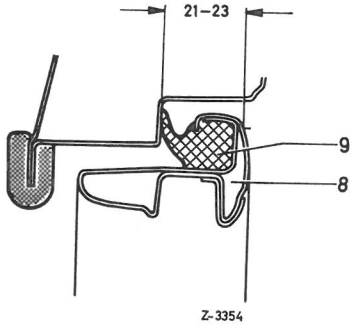

Fig. 72-17/4
7 Afstanden fra vinduesrammen (8) til tætningsrammens (9) anlægsflade indstilles til 21 til 23 mm (fig. 72-17/4.